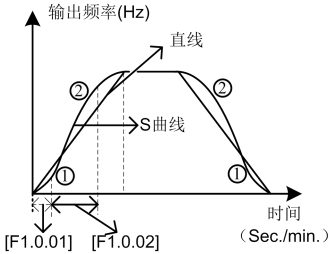

图 7-24 加减速曲线
S 曲线加速起始/减速终止段时间如图 7-24 中的①所示，用加、减速总时间的百分比表示。
S 曲线加速上升/减速下降段时间如图 7-24 中的②所示，用加、减速总时间的百分比表示。